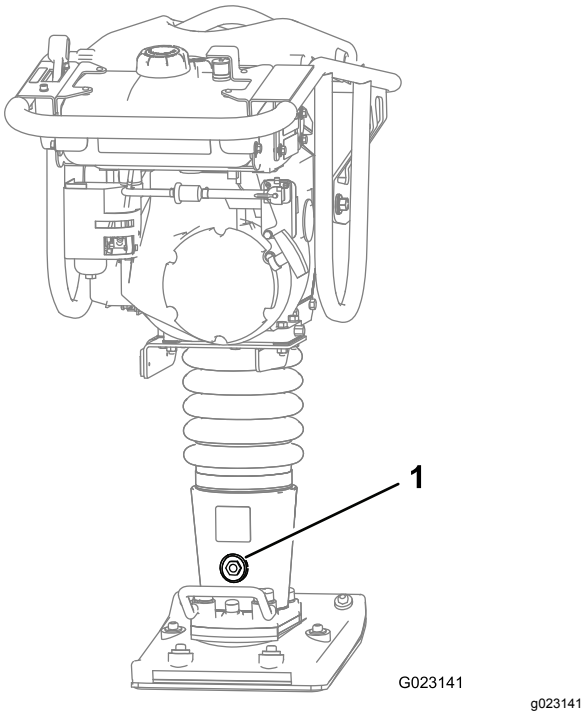

Figure 20
2. Vérifiez sur le bouchon-indicateur de niveau (Figure 20) que le niveau d'huile se situe entre le haut et le bas de l'indicateur.